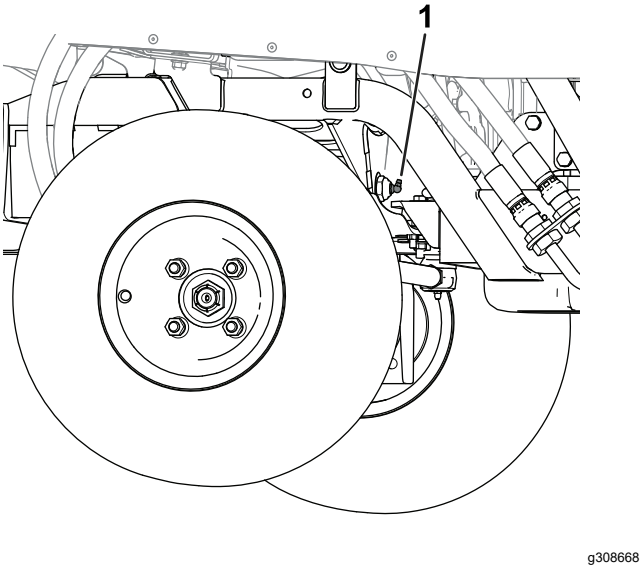

Figura 46
- Perno di articolazione dell'assale (Figura 46)